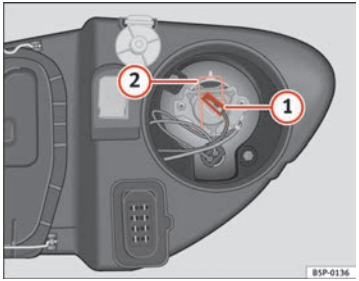

Fig. 188 Main beam headlights
– Remove the connector ⇒ fig. 188 (1) from the bulb.
– Press the spring ⇒ fig. 188 (2) inwards and to the right.